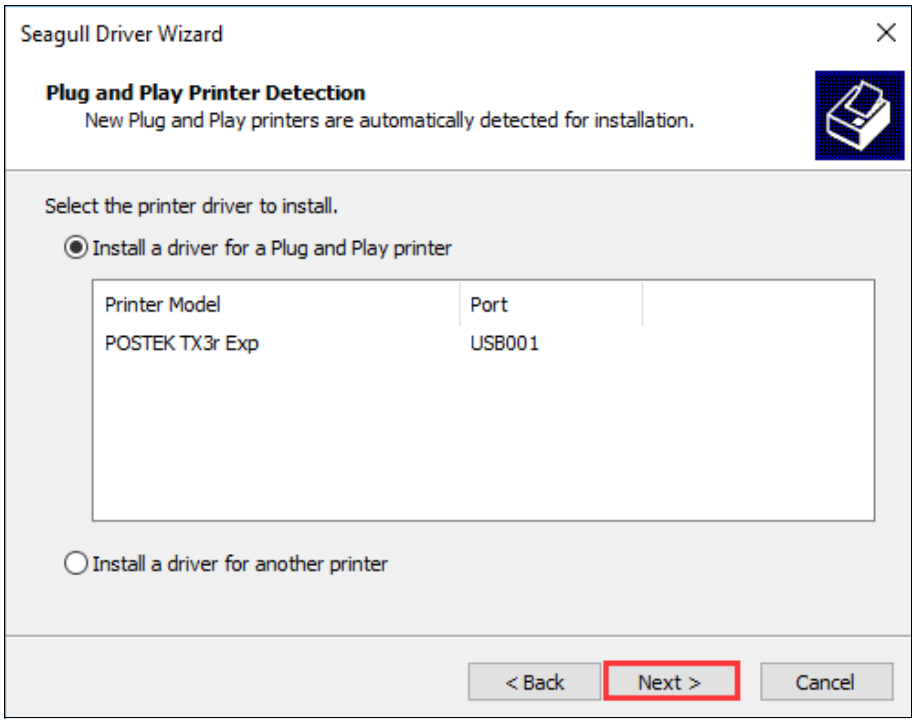

Figure 2-31 Printer Detected
7. The connected printer will be detected, click "Next", as shown in Figure 2-31.